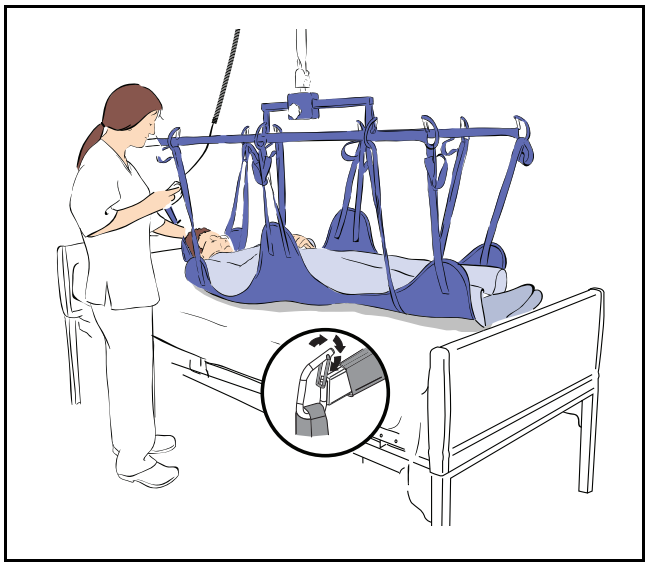

Fig. 13
5) Hægt alle sejlets løkker rigtigt på (se Fig. 13).
ADVARSEL: Når der hægtes et løkkesejl på den justerbare bårerammen, sørg for, at løkkerne er anbragt korrekt, og at låseanordningerne lukker krogene som vist på fig. 13.